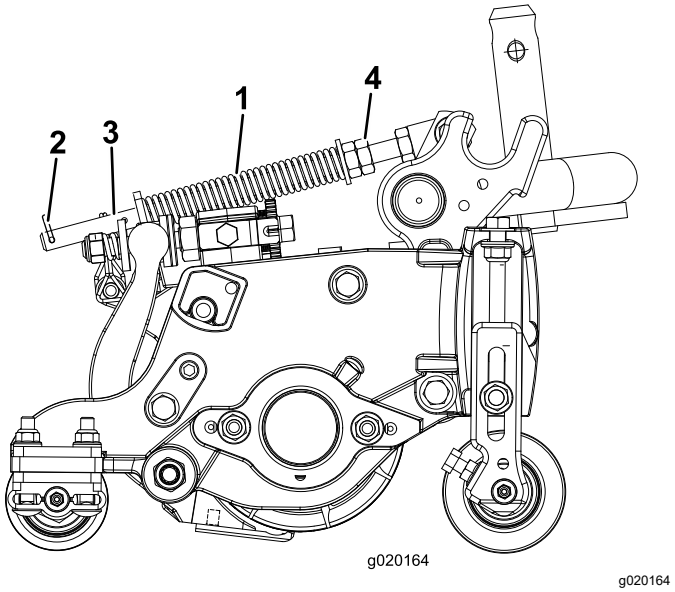

Figuur 14
De gazoncompensatieveer (Figuur 14) zorgt ervoor dat het gewicht van de voorste naar de achterste rol wordt verplaatst. Dit voorkomt dat er een golfpatroon in de grasmat ontstaat, ook wel bekend als 'bobbing'.
6. Monteer de borgpen in de achterste opening in de veerstang (Figuur 14).